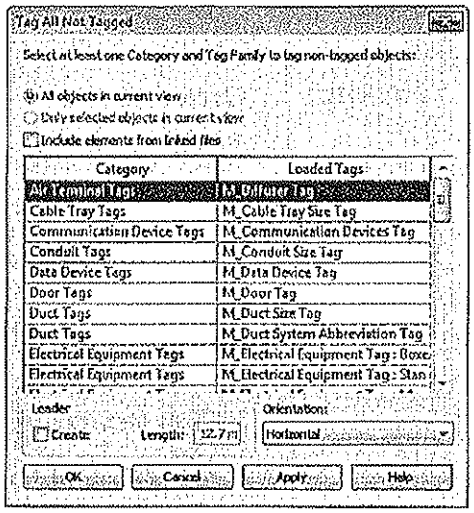

Figure 14–9
2. Select one or more categories that you want to tag, as shown in Figure 14–9. You can select more than one category by holding down <Shift> or <Ctrl>. Set the *Leader* and *Orientation* as required.